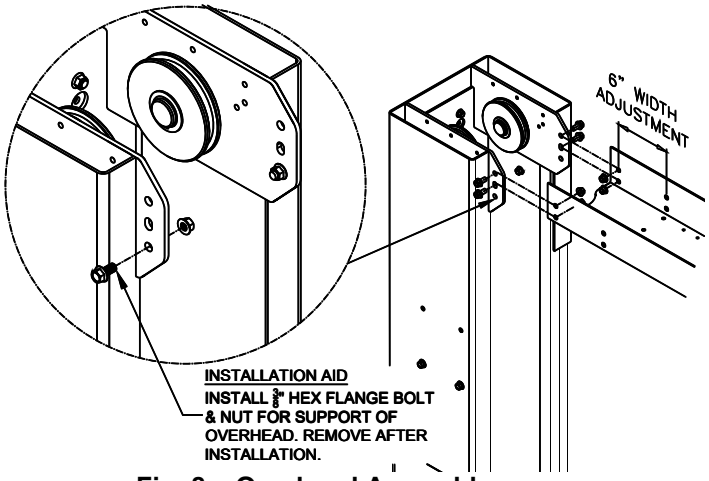

Fig. 8 – Overhead Assembly
27) Before raising overhead into position install 4 (2 per column) hex flange bolts and nuts in bottom hole of column extension ***(see Fig. 8 Installation Aid)*** for temporary support of overhead. Lift overhead assembly up into position and install with 8 each (4 per column) 3/8”-16 x 3/4” lg. hex flange bolts and hex flange nuts per side as shown in **Fig. 8**. For the max width position, the outer overhead holes will be used. For the (-6”) width, use one set of outer overhead holes and one set of inner overhead holes. For the (-12”) width, use the inner sets of overhead holes.